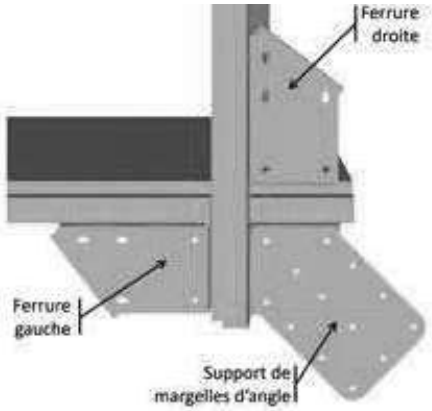

Figure 18 – Mise en place des ferrures dans les angles
- Dans les angles, montez quatre ferrures « droite » et quatre ferrures « gauche », ainsi que quatre supports de margelles d'angle, selon la *Figure 18*. Utilisez 4 vis penture torx 6 × 20 en inox A2 (sachet G) par équerre et 6 vis penture torx 6 × 20 en inox A2 (sachet G) par ferrure, soit un total de 64 vis.